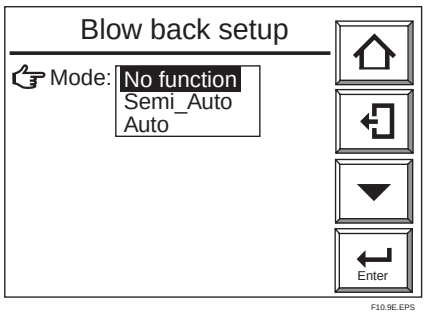

Figure 10.8 Blowback Setup Display
(1) Select the Setup key from the basic panel display to display the Execution/Setup display. Then select Maintenance from the Execution/Setup display.
(2) Select the Blowback setup from the Maintenance display and select Mode. The mode selection display as shown in Figure 10.8 then appears.